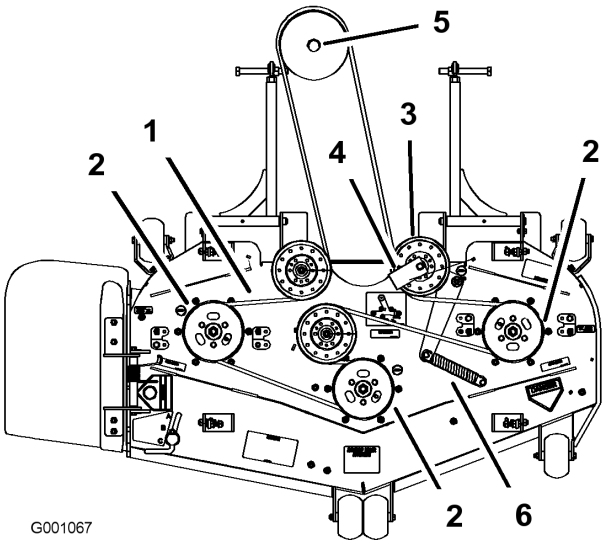

Figure 55
6. Acheminez la courroie neuve autour des poulies du plateau de coupe et de la poulie du boîtier d'engrenages, sous le moteur (Figure 55).
7. Raccrochez le ressort au bras de la poulie de tension (Figure 55).
8. Montez le guide-courroie sur la poulie de tension rappelée par ressort à un angle de 45 degrés comme illustré à la Figure 55.